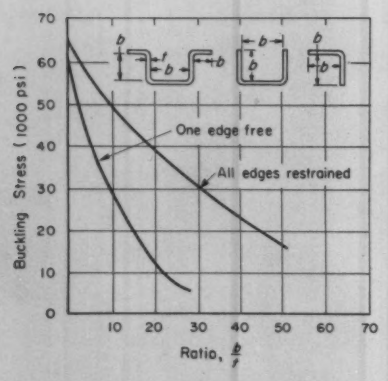
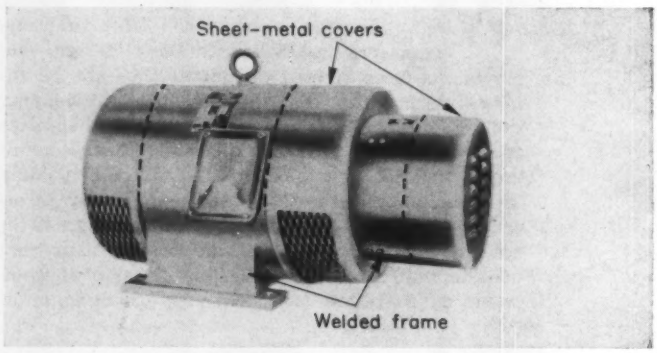

Fig. 5—Curves demonstrate increased load capacity resulting from multiple bends. Values are based upon 2024-T aluminum with 40,000 psi yield point.
Fig. 6—Lightweight design is achieved by use of sheet-metal covers added to welded structural frame.
Corrugating light materials also improves their ability to carry higher stress levels without buckling or nonelastic distortion, Fig. 5. This reduces the manufacturing cost for material, welding and fabricating. The cost of welding increases as the size of weld is increased, so lighter members do have a strong cost advantage. Another approach to lightweight design is a simple structural design, without regard to appearance. Covers are then added to provide appearance or for protection, Fig. 6.
**Fig. 5—Temperature gradients on a No. 6111 subminiature tube with cooling air flow. Inlet air conditions; dry-bulb temp, 69F; wet-bulb temp, 56F; barometric pressure, 29.42 in. Hg; tube dissipation, 4.02 w; orifice diam, 0.0694-in.; annular spacing, 0.029-in.**